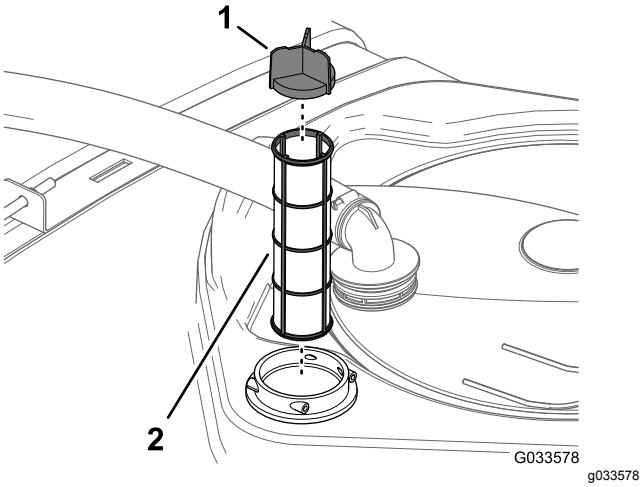

Figur 100
4. Ta bort det gamla sugfiltret från filterkåpan i tanken (Figur 100).